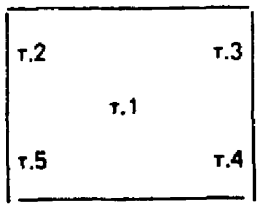

Рис.1
- в помещении площадью до 15 $м^2$ - проба в точке 1 (рис.1)